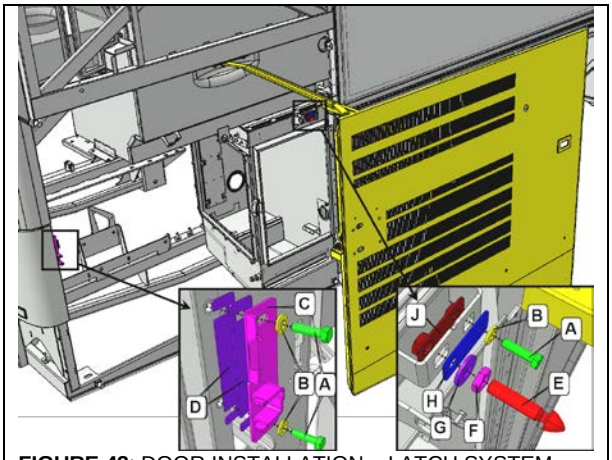

**FIGURE 43**: DOOR INSTALLATION – LATCH SYSTEM
1. To adjust the position, the door must be free to move without any restriction. For this reason, remove pin E and strike plate C (Figure 43).